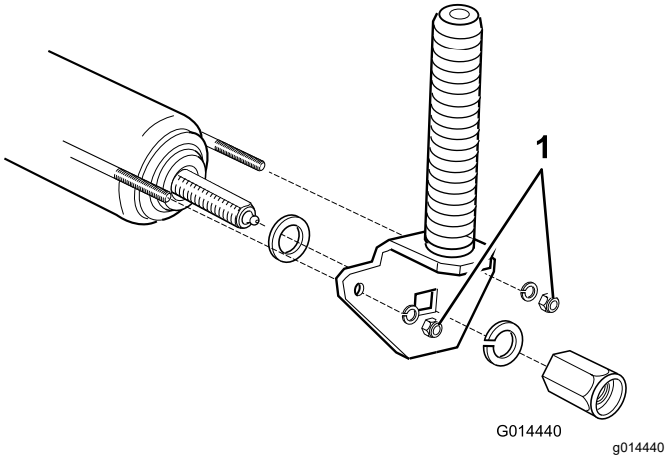

Figur 83
2. Stram mutterne fire fulle omganger for å få korrekt ledningsspenning (Figur 83).